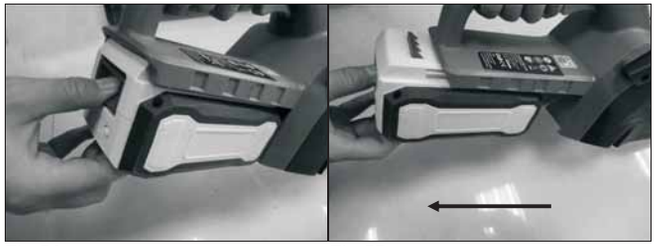

Fig.5A Fig.5B
1. Appuyez et maintenez le loquet de verrouillage de la batterie au bas de la batterie. (Fig.5A)